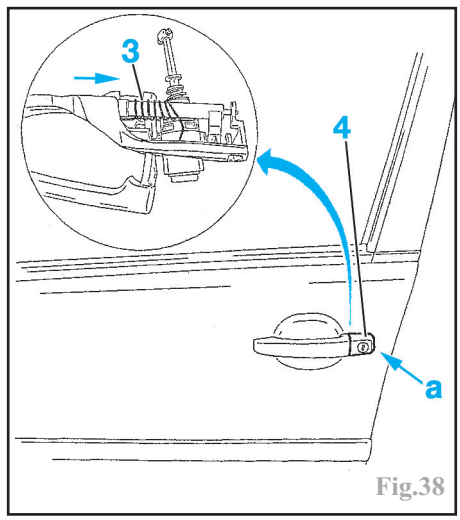

Fig.38
De l'intérieur, Décliper le ressort (3) (Fig.38).